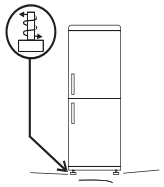

Fig.3
**3** Regule las patas para asegurar la estabilidad del aparato y evitar vibraciones y ruidos (fig. 3). Si la parte delantera queda más alta que la trasera, la puerta se puede cerrar con mayor facilidad.